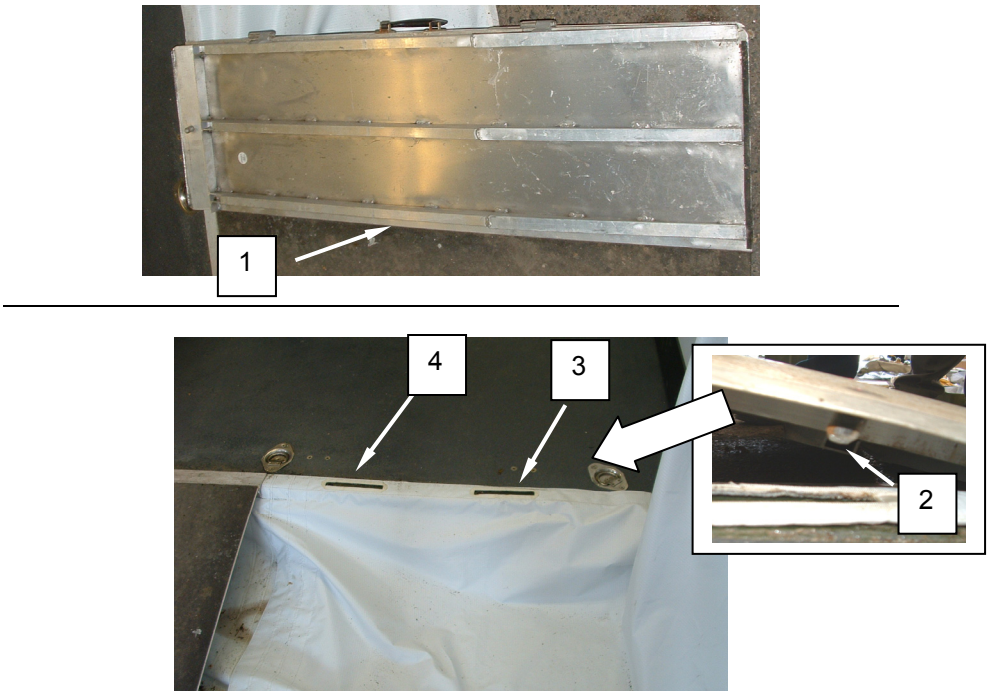

Figure 1. Prepare Ramps for Use.
1. Remove the two ramp sections **(Figure 1, Item 1)** from their stowage area within the interior of CBL.
2. Place the first ramp section in place at the left side of the entrance to the CBL by unfolding the ramp and inserting the two pins **(Figure 1, Item 2)** on the underside of the ramp into the first two holes **(Figure 1, Item 3)** at the left side of the container entrance.
3. Place the second ramp section in position at the right side of the entrance to the CBL by unfolding the ramp and inserting the two pins **(Figure 1, Item 2)** on the underside of the ramp into the second pair of holes **(Figure 1, Item 4)** located at the right side of the container entrance.